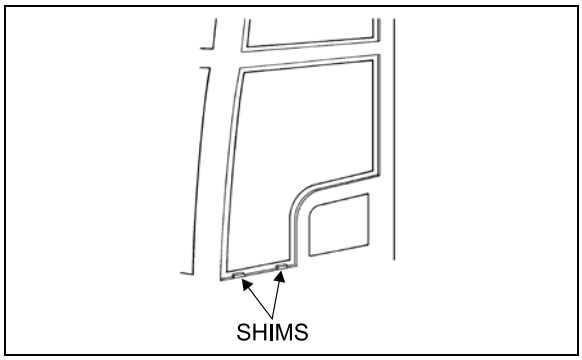

FIGURE 44: ADHESIVE-MOUNTED WINDOW 18079
*Use small shims to raise the glass in proper position. Shims can be cut from the tremshield tape (*Figure 44*).*
1. Align the leading edge of the slot on the lower cam follower block with the sash stop. Use the power toggle switch to obtain the correct alignment. (Figure 44)